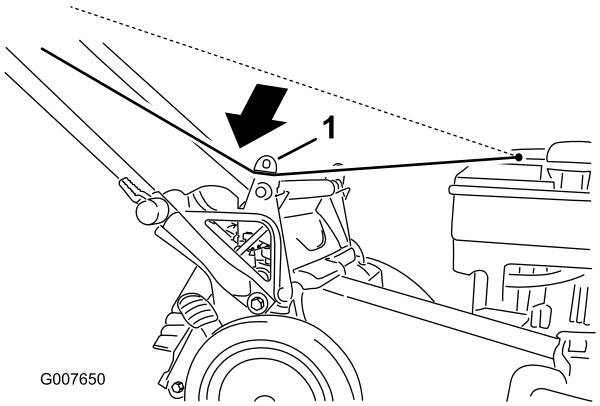

Figura 22
1. Avvolgete il cavo di avviamento attorno al guidacavo inferiore (Figura 22).